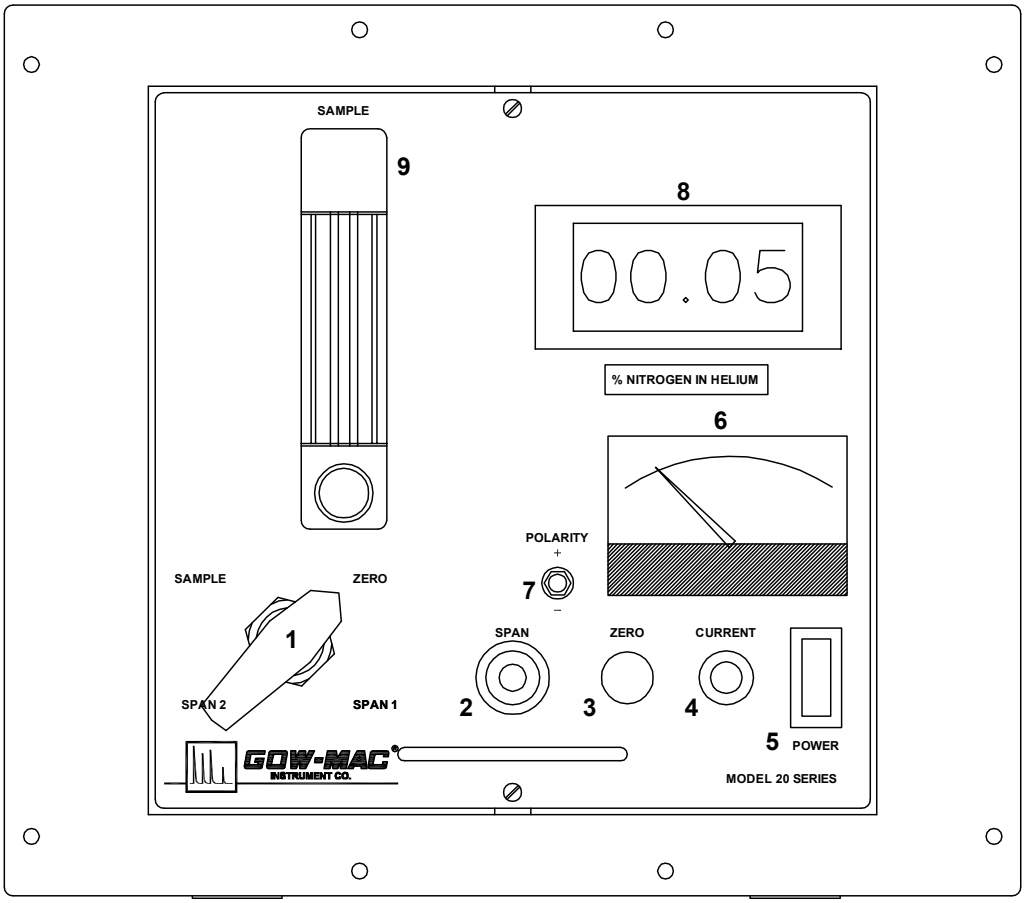

Figure 5-1 Front Panel
5.1 Front Panel (Figure 5-1)
5.1.1 5-Way Gas Selector Valve (refer to Figure 5-1): ball valve with four (4) inlets and a common outlet (refer to the flow diagram).